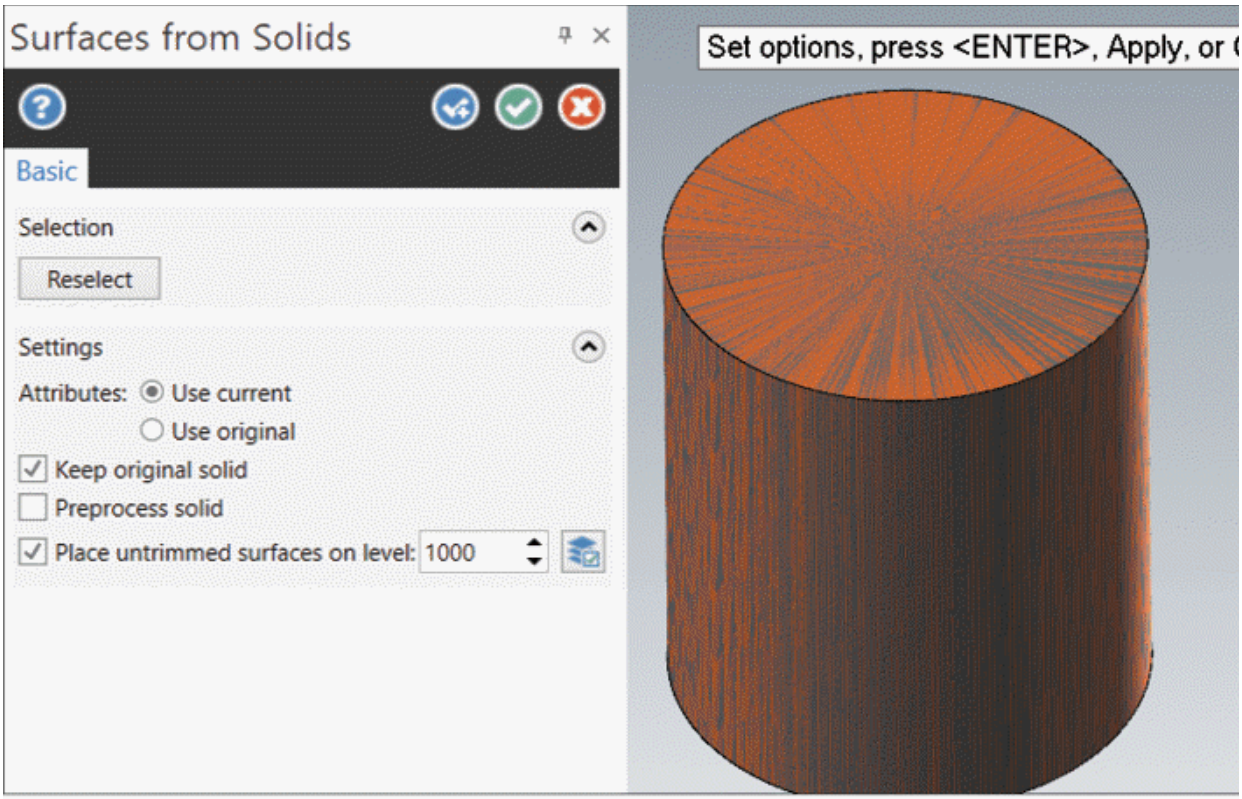

Figure-11. Preview of surfaces created from solid
- Select desired faces of solid and click on the **End Selection** button. Preview of surfaces will be displayed with **Surface From Solids Manager**; refer to Figure-11.